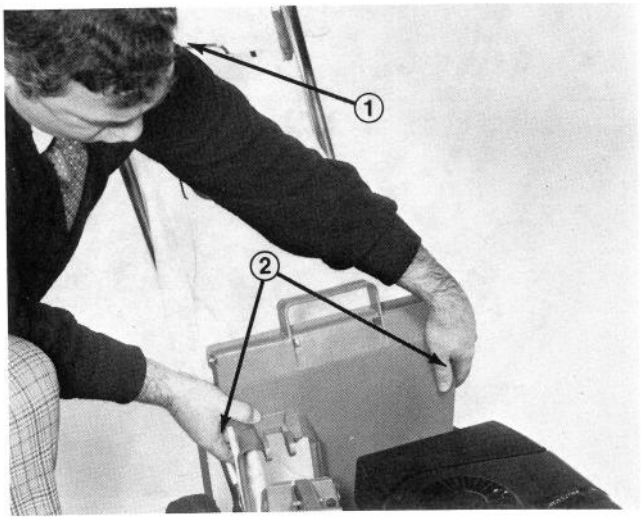

Bild 13
3. Håll framsidan av påsen och påsdörren tillsammans och skjut ramen på dörröppningen över utsprången på utsidan av klipparens utkaströnna (Bild 13). Kontrollera att dörren är framför utsprången på bakre sidan av utkaströnnan och att påsdörren är fullständigt nere på toppen av huven.